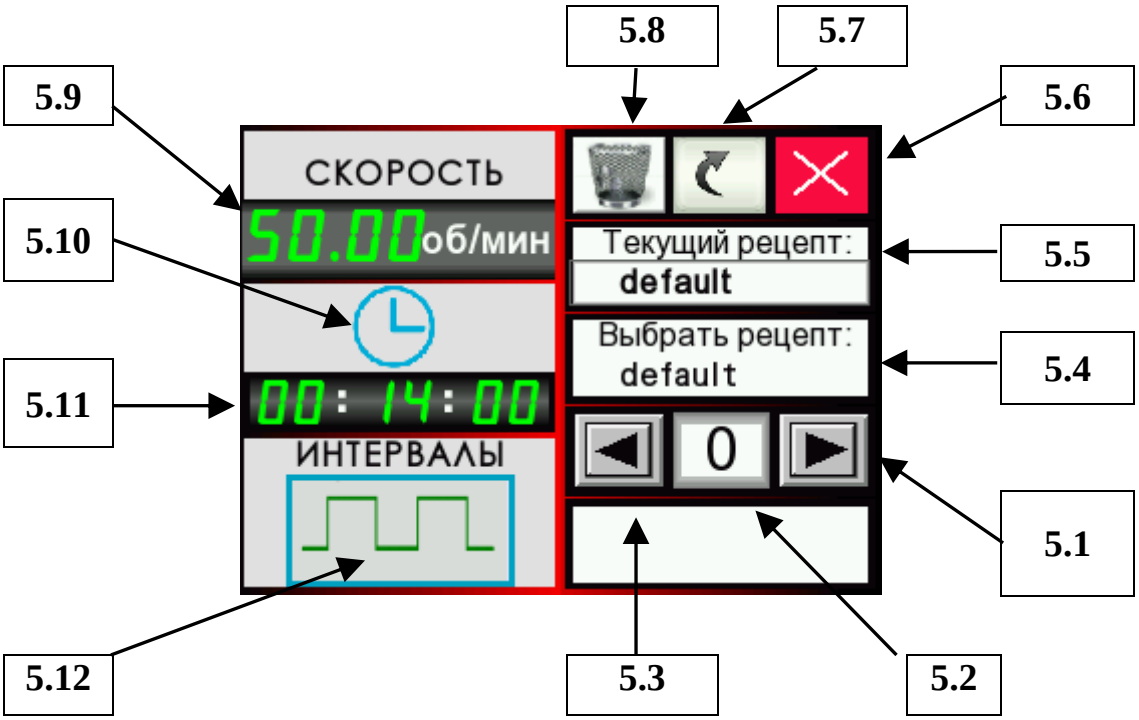
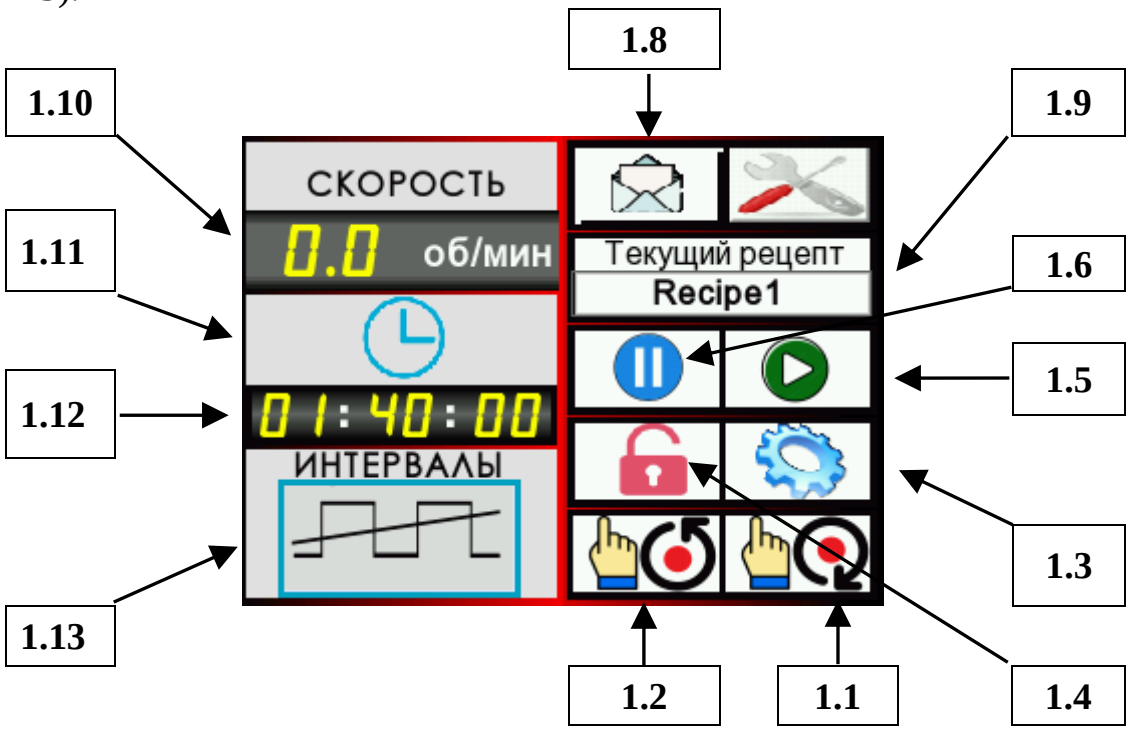
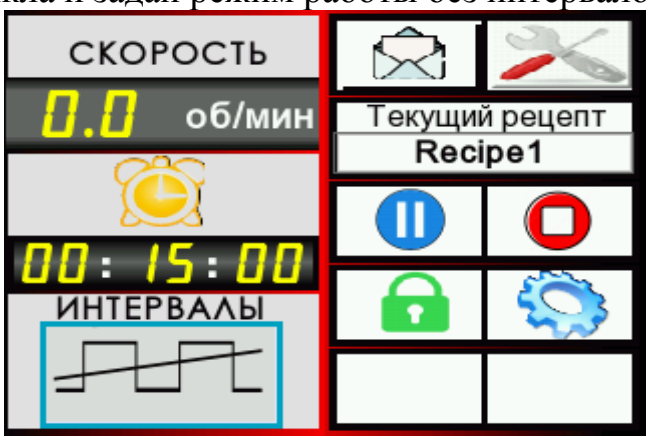
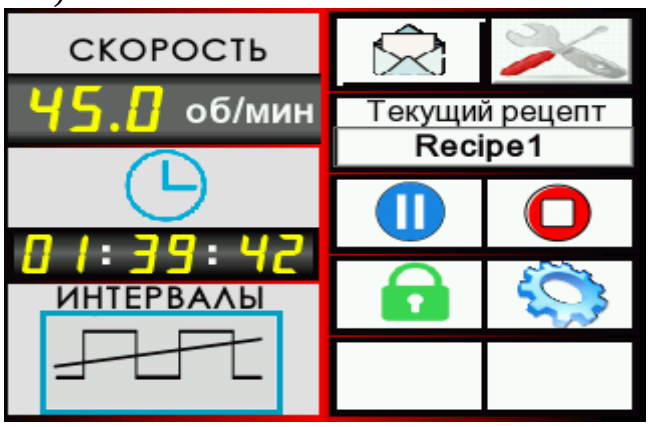

Рисунок 13 – Главный экран, переход к экрану «Рецепты»
Рисунок 23 – Главный экран перед запуском цикла
Рисунок 25 – Главный экран. Отображение шага задержка включения цикла
Рисунок 26 – Главный экран. Отображение шага задержка отключения цикла
Первый экран «Рецепты» (Рисунок 13) содержит следующие кнопки и поля ввода и отображения данных:
6.2 Закрыть плотно дверь и нажать кнопку 1.4 с изображением замка (Рисунок 23).
6.2 Для проверки значений параметров текущего рецепта нажать кнопку 1.3 (Рисунок 23). После проверки вернуться в главный экран кнопкой 5.6 (Рисунок 13).
6.3 Для запуска цикла нажать кнопку 1.5 (Рисунок 23). Система управления проверит состояние аварийных сигналов и при их отсутствии запустит цикл по записанному рецепту. Отображение элементов главного экрана зависит от параметров текущего рецепта (Рисунок 25).
6.4 При отсутствии аварийных сообщений цикл будет запущен в работу и автоматически включится главный экран исполняемого шага цикла (Рисунок 25). Например, для текущего рецепта **Recipe 1** установлен таймер задержки включения цикла и задан режим работы без интервалов.
6.5.1 В представленном примере для исполняемого рецепта Recipe 1 задан цикл без интервалов (Рисунок 26). Барабан мельницы начнет плавно разгоняться до заданной скорости. Текущее значение скорости отображается в поле 1.10. Таймер общего времени цикла начнет обратный отсчет. Остаток времени до окончания шага отображается в поле 1.12. Тип интервала отображается в поле 1.13 (Рисунок 23).
6.6.2 Цикл может быть завершен до истечения заданного времени помола нажатием на кнопку 1.5 (Рисунок 23).
6.7.1 Для приостановки цикла помола нажать кнопку 1.6 (Рисунок 23).